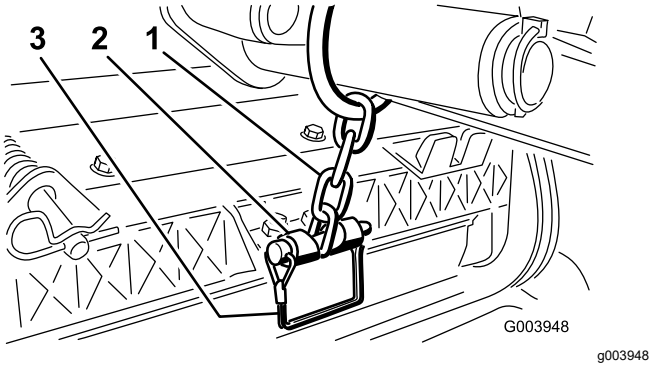

**Figur 10**
13. Fäst lyftarmens kedja på kedjefästet med låsstiftet (Figur 10).